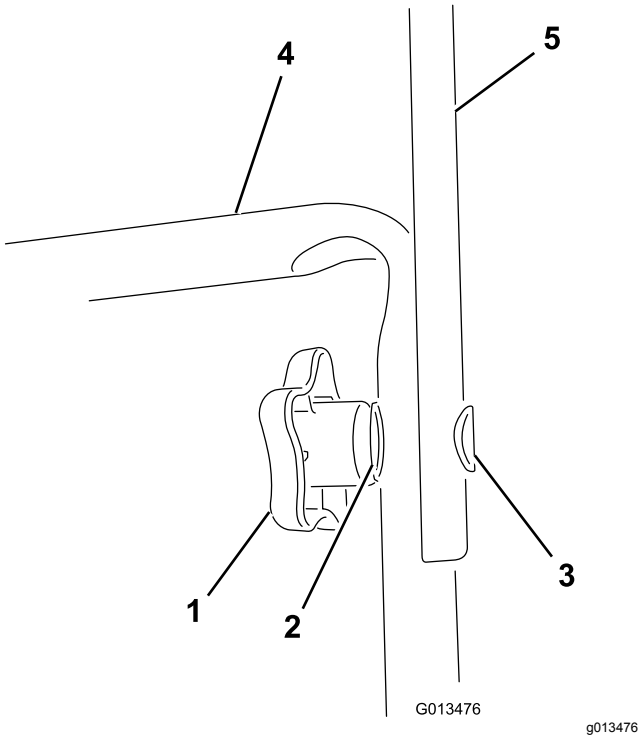

Figur 1
2. Monter den øvre delen av håndtaket på den nedre delen av håndtaket på maskinen med håndtaksknottene, de buede skivene og ovalhodeboltene, som vist i Figur 1.